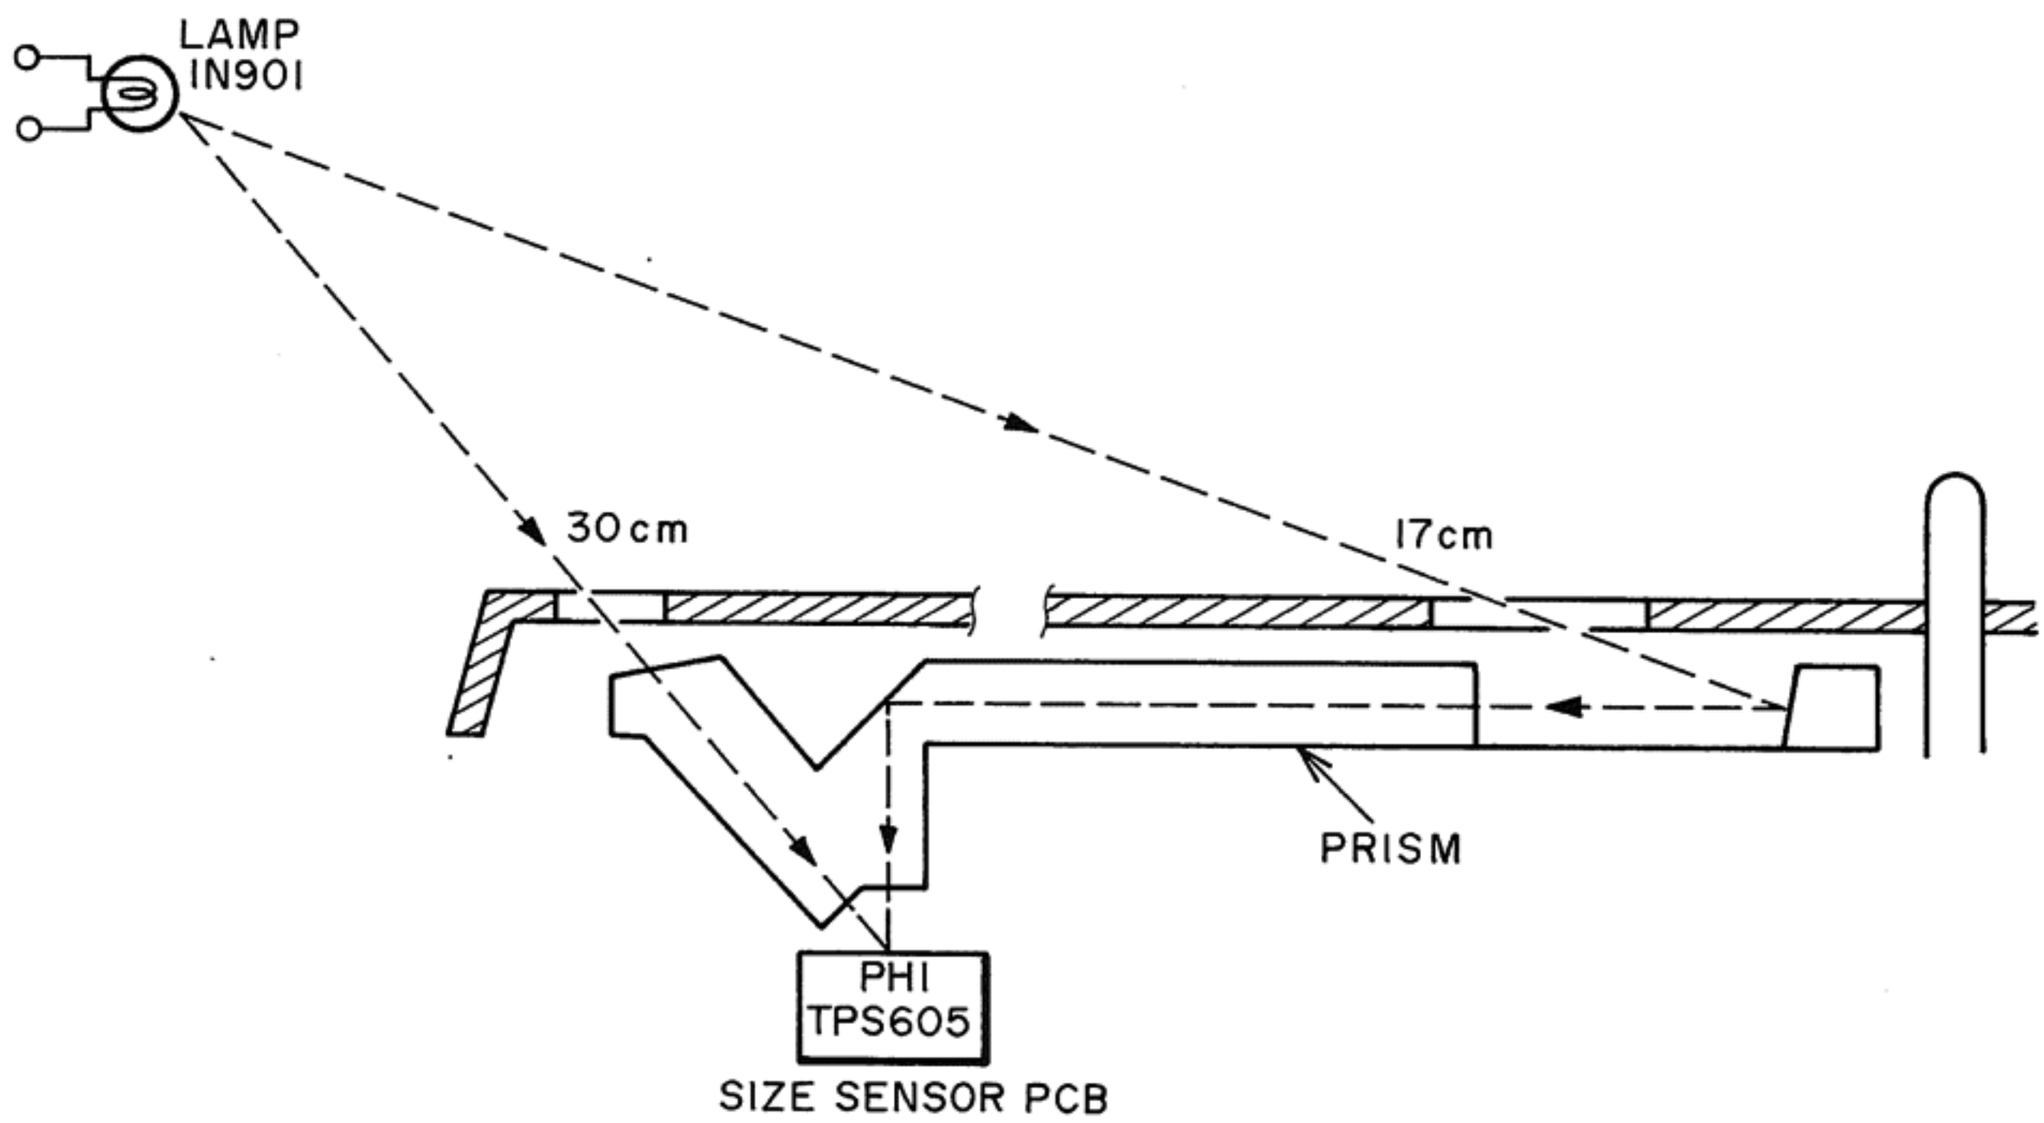

Fig. 14 Size Detection
4) As IC5 ㉝ is changed to "L", IC5 ⑪ also changes to "L", TR30 and TR31 are turned on and LAMP (IN901) is lit to illuminate the record. The record size (30 cm, 17 cm or no record) is judged by checking whether or not the light from lamp (IN 901) strikes the hole on the platter and, then, the number of revolution of main motor is determined. (Refer to Fig. 14.)